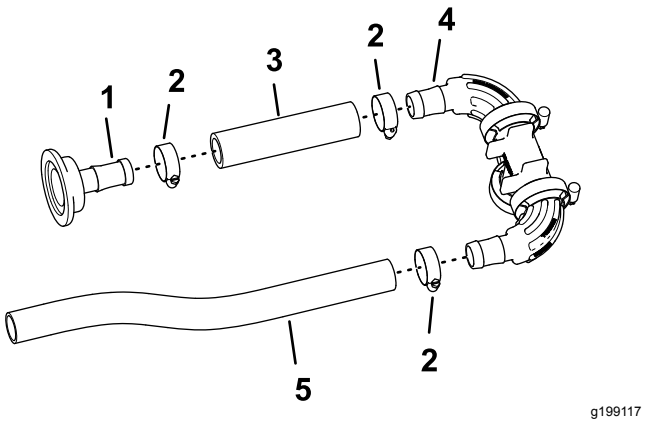

Figur 88
1. Monter slangen (1 x 5-3/4 tommer) på den lige slangemodhage (1 x 2 tommer) med en slangeklemme (3/4 til 1-1/2 tommer), og stram klemmen med håndkraft (Figur 88).
2. Monter den anden ende af slangen (1 x 5-3/4 tommer) på manifoldens fitting med modhager med en slangeklemme som vist i Figur 88, og stram slangeklemmen med håndkraft.
3. Monter slangen (1 x 16 tommer) på den anden manifolds fitting med modhager med en slangeklemme, og stram klemmen med håndkraft (Figur 88).